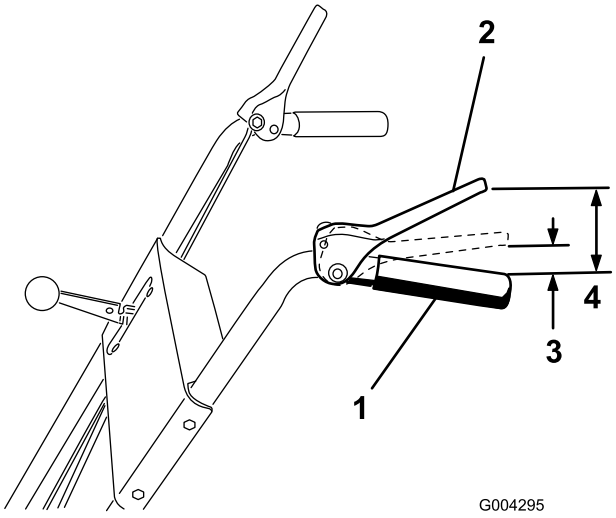

Figur 7
2. Justera de två flänsmuttrarna uppåt eller nedåt på drivstången tills avståndet mellan den övre delen av handtaget och den nedre delen av drivningsstyrstången är ungefär 11,4 cm, på det sätt som visas i Figur 7.
Obs: Enheten är korrekt justerad när hjulen slutar rulla bakåt och avståndet mellan handtagets övre del och drivningsreglagets nedre del är 3–5 cm, på det sätt som visas i Figur 7.